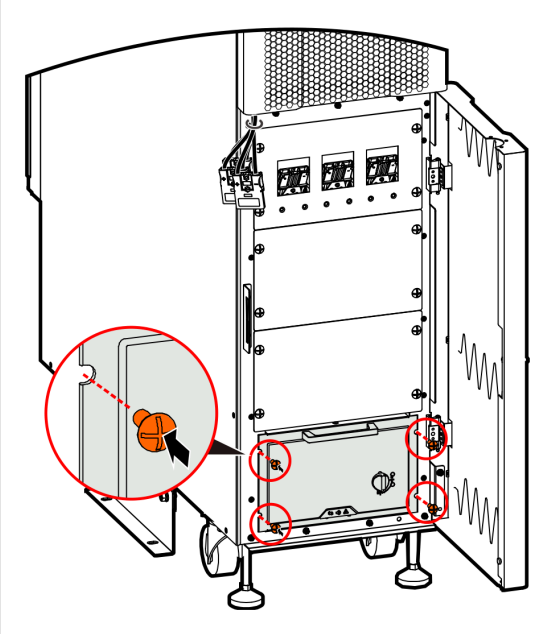

FIGURE 4-14 Securing the module
5. Fit and tighten the screws to secure the module (Figure 4-14).